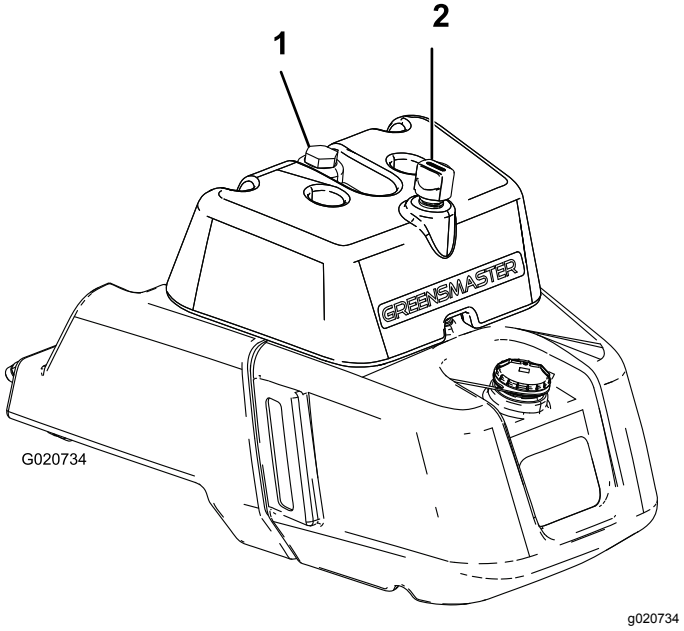

Figur 35
- Om tanken har ett inspektionsfönster kontrollerar du oljenivån där (Figur 35) och går vidare till steg 5.